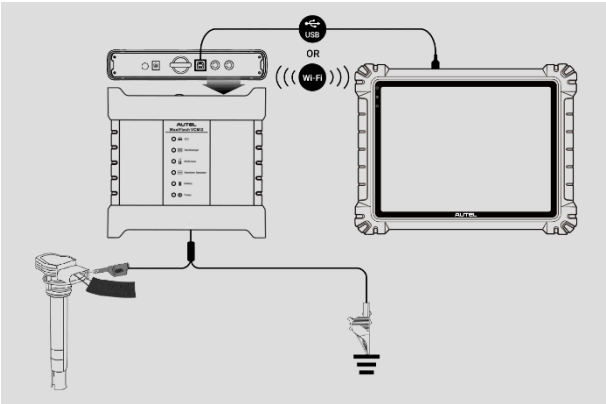

Figure 9-1 ***Connection Diagram***
1. Insert the applicable test lead or probe terminal ends into the input channel(s) to complete the connection. (See *Figure 9-1 Connection Diagram*.)